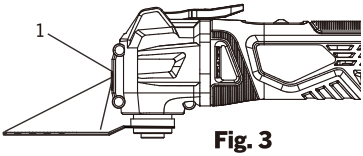

Fig. 3
Cet outil est muni d'une lampe de travail à DEL (Fig. 3). La lampe de travail (1) s'allume automatiquement lorsque l'outil est allumé et s'éteint lorsque l'outil est éteint.